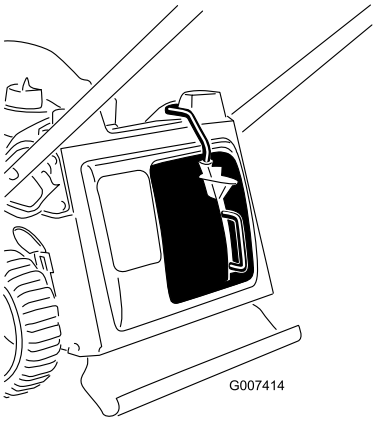

Figur 9
3. Släpp upp knappen på spaken och se till att överdelen på spaken ligger helt inne i brytarkanalen (Figur 9). **Om överdelen på spaken inte ligger i brytarkanalen kommer klipparen inte att starta!**